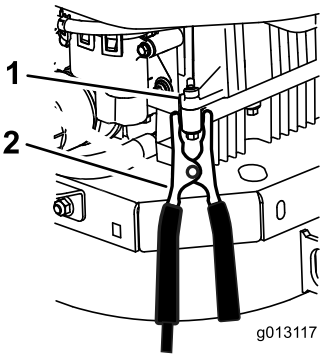

Figuur 51
6. Maak de laatste verbinding aan het **motorblok** (niet aan de minpool van de accu) van de machine met de ontladen accu, weg van de accu, en ga op veilige afstand staan (Figuur 51).